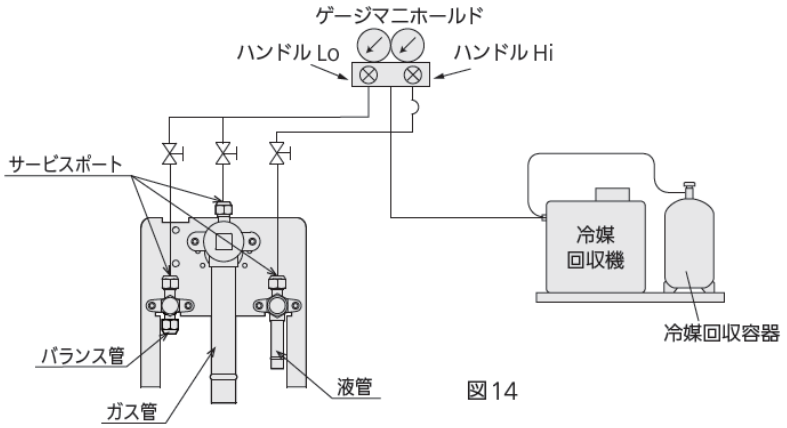

図14
3) 室外ユニットのガス管、液管、バランス管の各サービスポートに冷媒回収機を接続します。(図14)